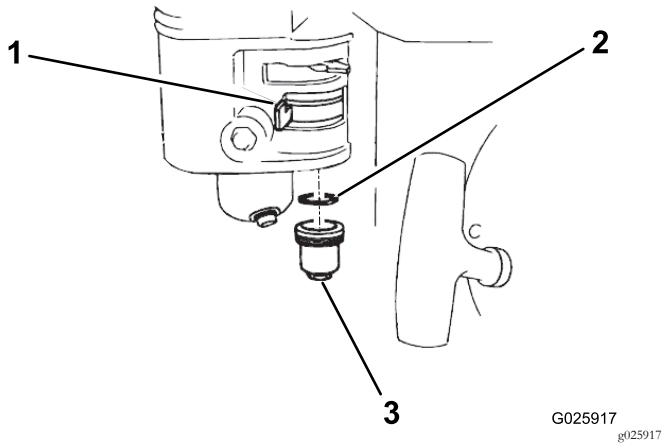

**Figur 35**
1. Flytt drivstoffventilen til AV-stillingen, og fjern så drivstoffsedimentbollen og o-ringen (Figur 35).